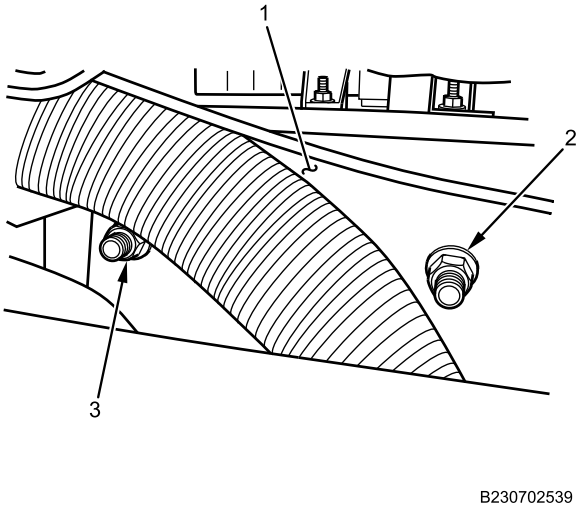

Figure 4. Transmission Control Unit Brace.
5. Remove transmission control unit brace mounting nuts (Figure 4, Item 2 and 3) from frame rail (Figure 4, Item 1). Remove transmission control unit brace.